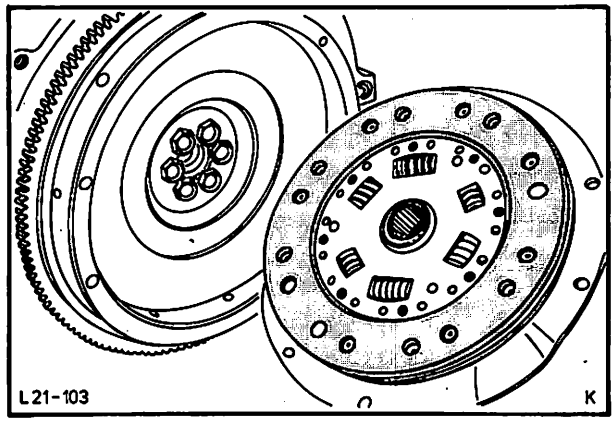

Abb. 139 Kupplungsdruckplatte mit Reibscheibe abschrauben
3. Kupplungsdruckplatte (6 Schrauben) mit Reibscheibe von der Schwungscheibe abschrauben, Abb. 139.